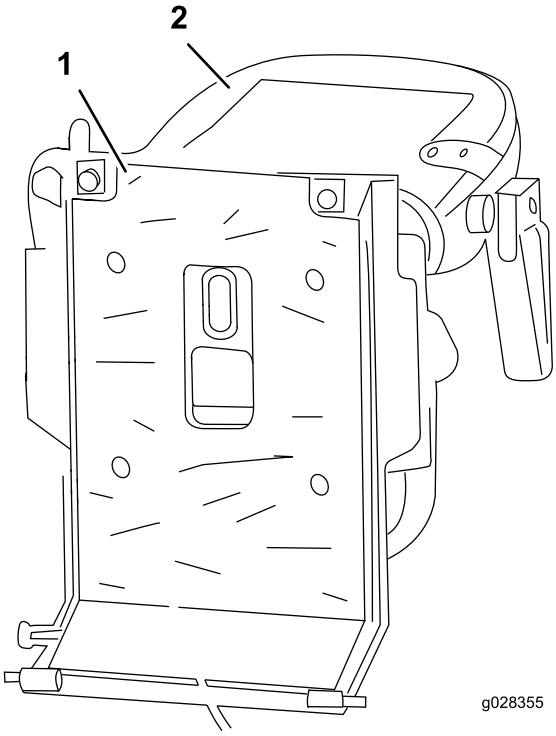

**Rysunek 6**
9. Zdejmij folię ochronną i zamocuj samoprzylepną osłonę termiczną od spodu płyty montażowej siedziska (Rysunek 6).